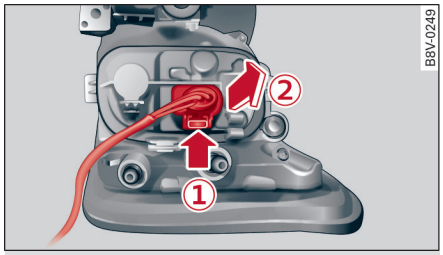

图 273 尾灯：松开插头连接
- 松开插头连接：先松开插头 ① 并同时将其拔下 ② ⇨ *图 273*。